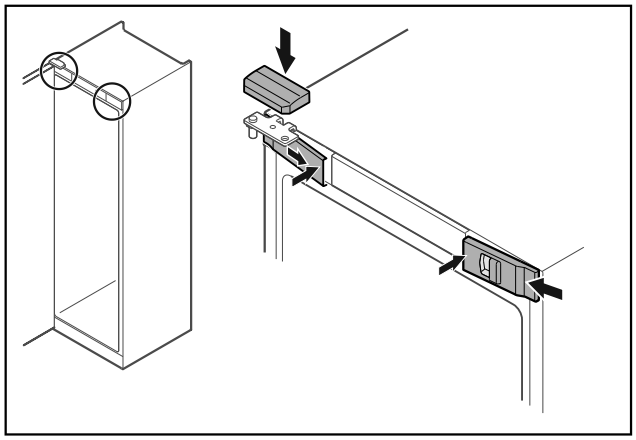

Fig. 50
▶ Enganchar las cubiertas delanteras *Fig. 50 (1)* lateralmente y encajar el interior.
▶ Encajar la cubierta superior *Fig. 50 (2)* desde arriba.